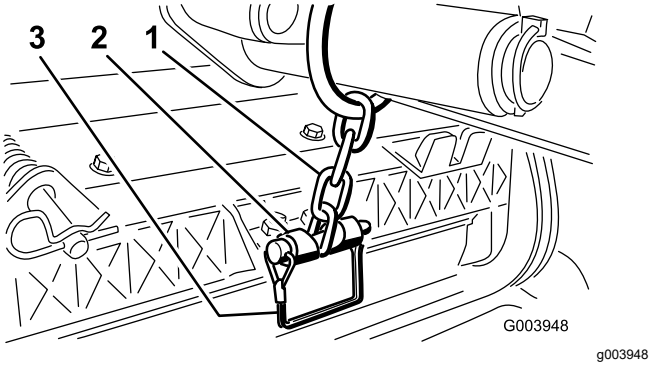

Figur 9
12. Fastgør løftearmskæden til kædebeslaget med låsestiften (Figur 9).